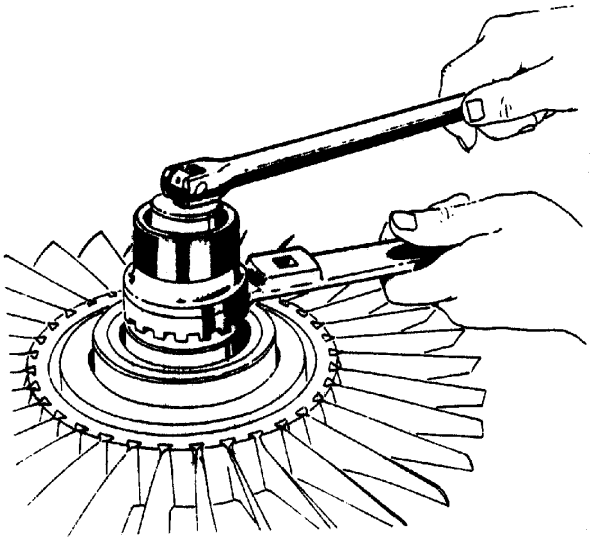

Figure 13. Removing Compressor Rotor Front Bearing Retaining Nut Using Wrench 3464–4 and Holder 3464–5
i. Disengage the key washer (2) from the spanner nut slot.
j. Place the 3464–4 wrench and 3464–5 holder combination over the front of compressor rotor shaft. (See figure 13.)